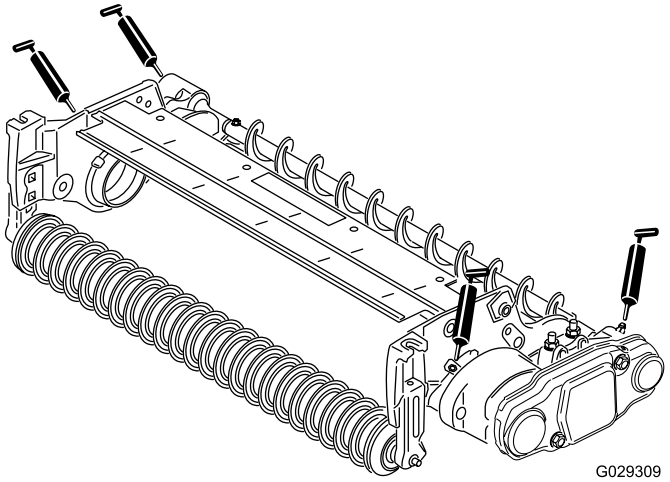

図 19
26. 左右のローラブラシベアリングハウジングのグリス注入部、および、カッティングユニットのその他のグリス注入部に、2号汎用リチウム系グリスを注入する図 19。